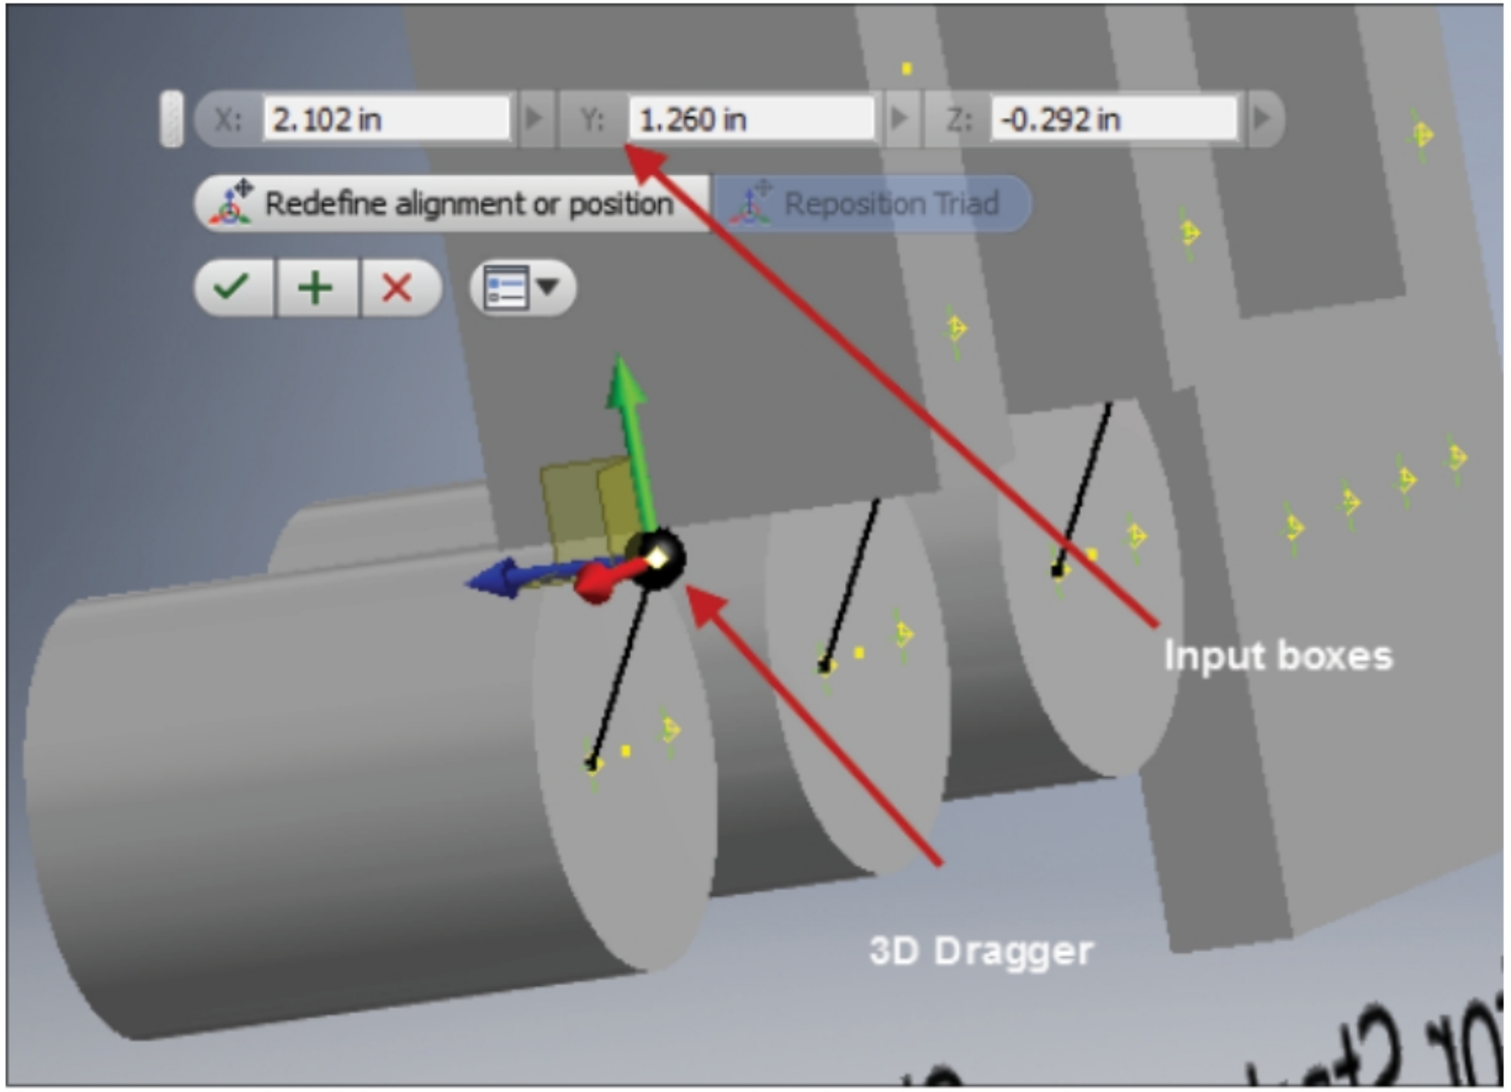

Figure-49. 3D Dragger and Input boxes
- Right-click at the new point created and select the **3D Move/Rotate** option from the shortcut menu displayed. A 3D dragger will be displayed on the point; refer to Figure-49.